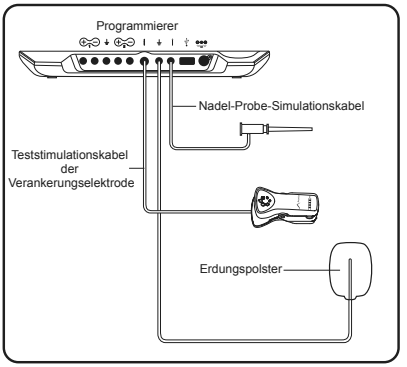

Abbildung 4. Programmiergerät-Kabelanschlüsse für das Elektrodenimplantatverfahren
e. Den schwarzen Stecker in den CP-Masse (⏚) neben dem Nadelteststimulationskabel stecken (**Abbildung 4**).
7. Den schwarzen Stecker des Nadelteststimulationskabels außerhalb des sterilen Felds in das Programmiergerät stecken **(Abbildung 4).** Halten Sie das Clip-Ende des Kabels im sterilen Bereich.
9. Den grauen Stecker des Teststimulationskabel der Verankerungselektrode außerhalb des sterilen Felds in das Programmiergerät stecken (**Abbildung 4**). Halten Sie das Clip-Ende des Kabels im sterilen Bereich.